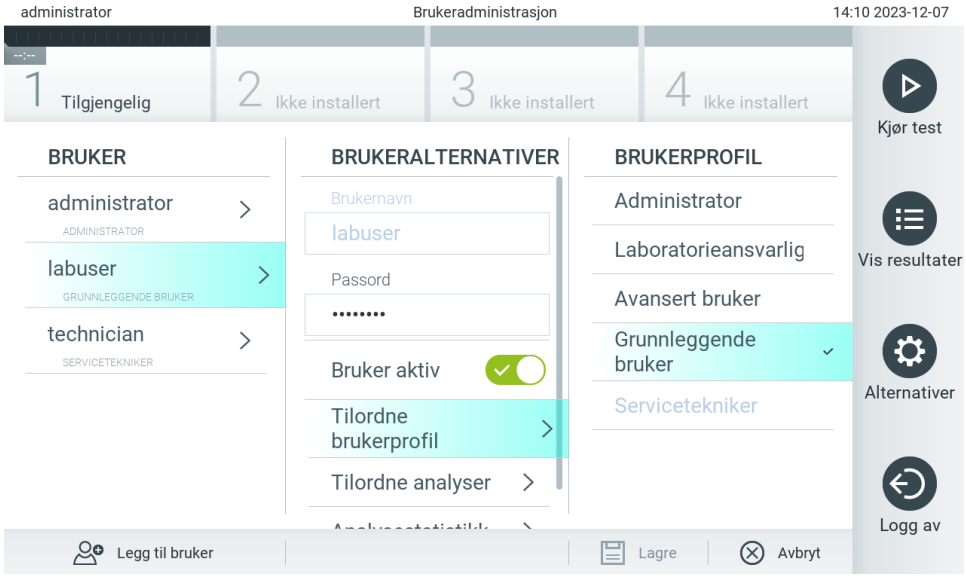

Figur 52. Tilordne brukerprofiler til brukere.
- **Assign User Profile** (Tilordne brukerprofil): Gjør det mulig å tilordne en annen brukerprofil for den brukeren (f.eks. Administrator, Laboratory Supervisor (Laboratorieansvarlig), Advanced User (Avansert bruker), Basic User (Grunnleggende bruker)). Velg riktig brukerprofil fra listen til høyre i innholdsområdet (figur 52).